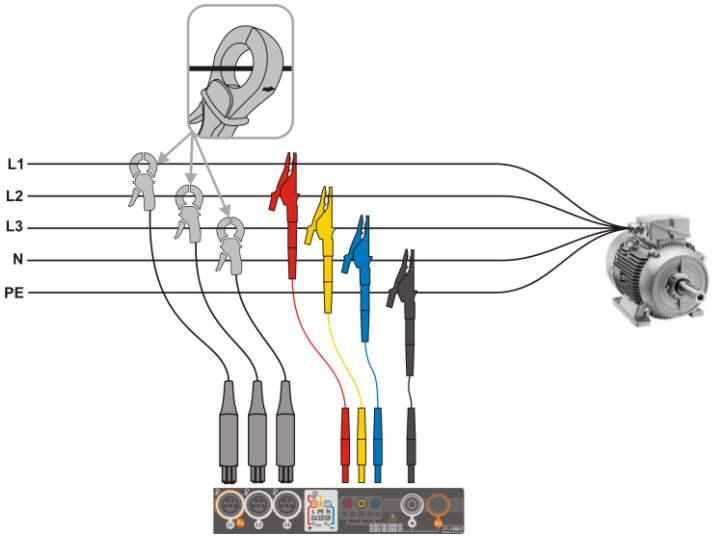

Fig. 5.5 Schema di collegamento – trifase a 4 fili
- trifase a 4-fili (Fig. 5.5),